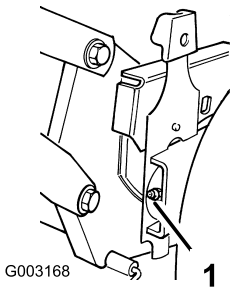

Bild 24
2. Wischen Sie die Schmiernippel mit einem sauberen Lappen ab (Bild 24).